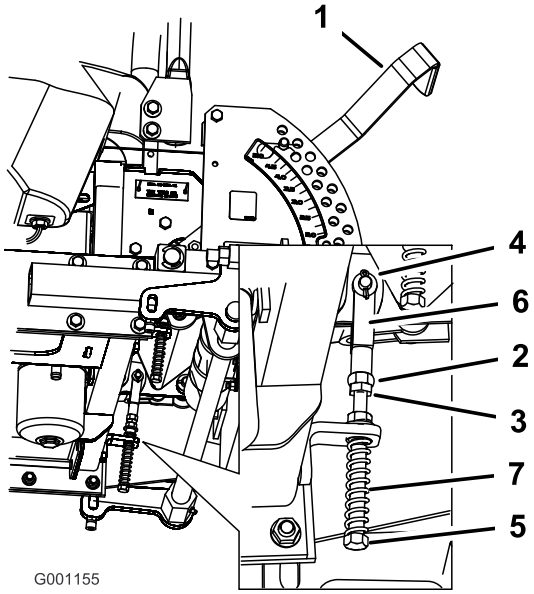

Figuur 70
8. Als de schakelhendel moet worden afgesteld, draait u de moer en de contramoer tegen de gaffel (Figuur 70).
9. Oefen een lichte achterwaartse druk uit op de schakelhendel, draai de kop van de stelbout in de juiste richting totdat de hendel in de vergrendelde neutraalstand is gecentreerd (Figuur 70).
10. Draai de moer en de contramoer vast (Figuur 70).